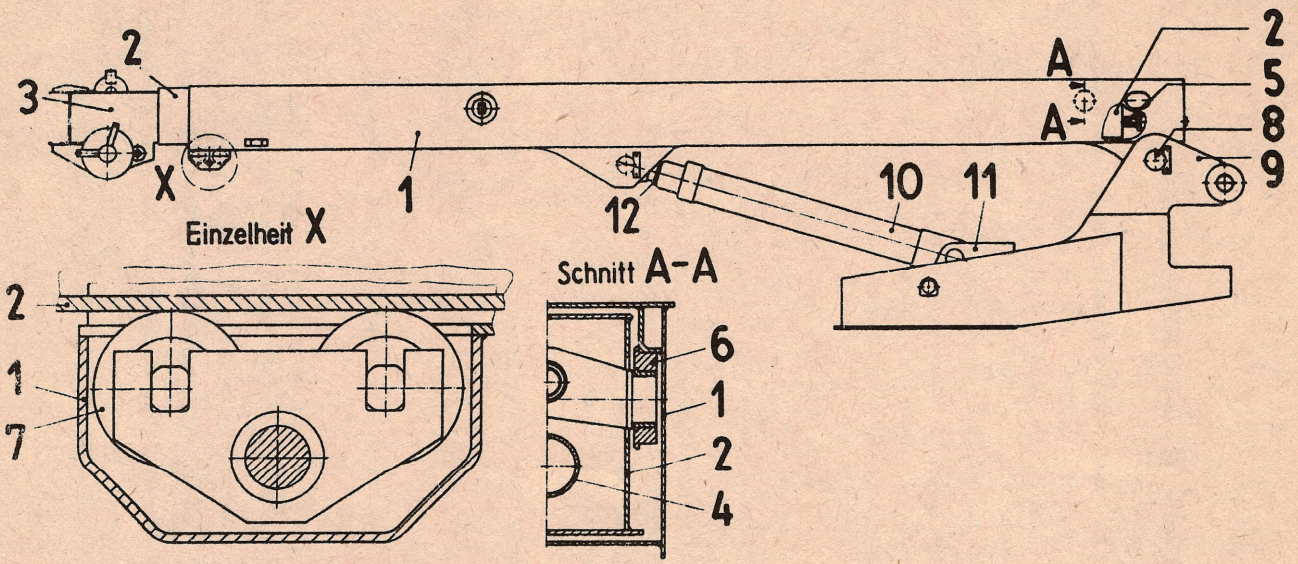

Abb. 20. Ausleger mit Teleskopierzylinder und Wippzylinder
6.2.1. Ausleger mit Teleskopierzylinder und Wippzylinder (Abb. 20)